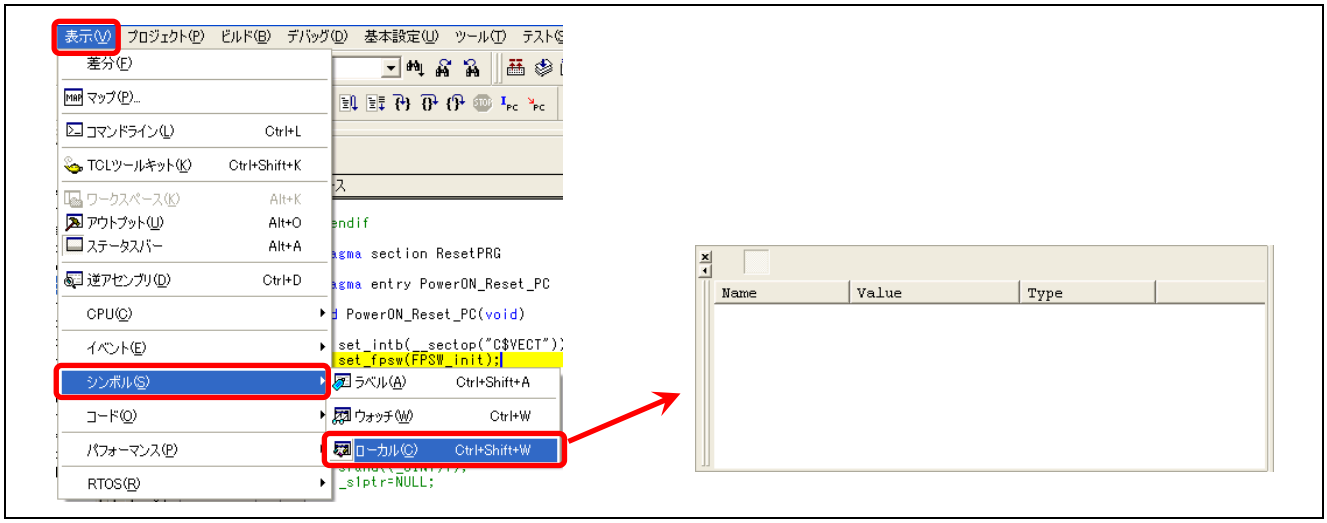

図 4.35　ローカルウィンドウの表示
(1) 図 4.35のように表示->シンボル->ローカルと選択し、ローカルウィンドウを開いてください。